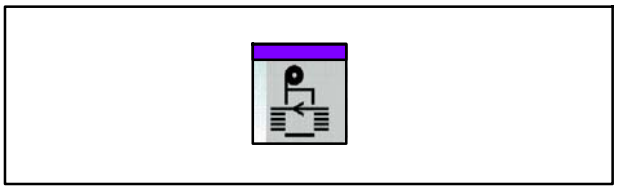

Fig. 188 Touche Mode couplé
24. Appuyer sur la touche Mode couplé (Fig. 188) > FoilStar est prêt à fonctionner